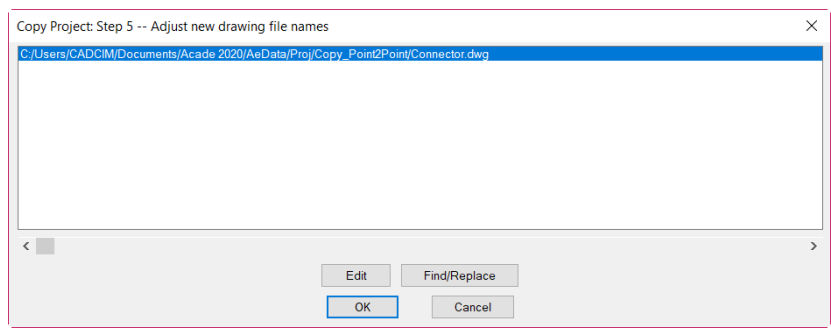

***Figure 2-71** The **Copy Project: Step 5 -- Adjust new drawing file names** dialog box*
6. In this dialog box, the edit box located at the top displays default path for the project drawings. Choose **OK** from this dialog box; the **Copy Project: Step 5 -- Adjust new drawing file names** dialog box is displayed, as shown in Figure 2-71.